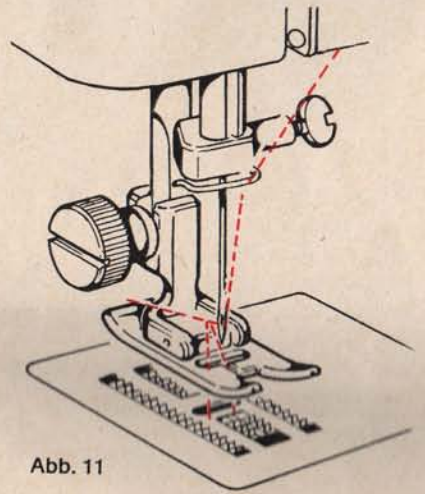

Abb. 11
8. Unterfaden-Heraufholen (Abb. 11)